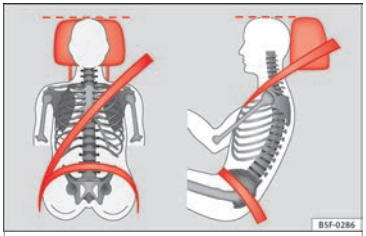

Rys. 94 Prawidłowo ustawiony zagłówek - widok z przodu i z boku.
– Ustawić zagłówek w pozycji, w której jego górna krawędź znajduje się na poziomie czubka głowy pasażera lub możliwie najbardziej do niego zbliżonym, ewentualnie na linii oczu, lecz nie niżej ››› **rys. 94**.